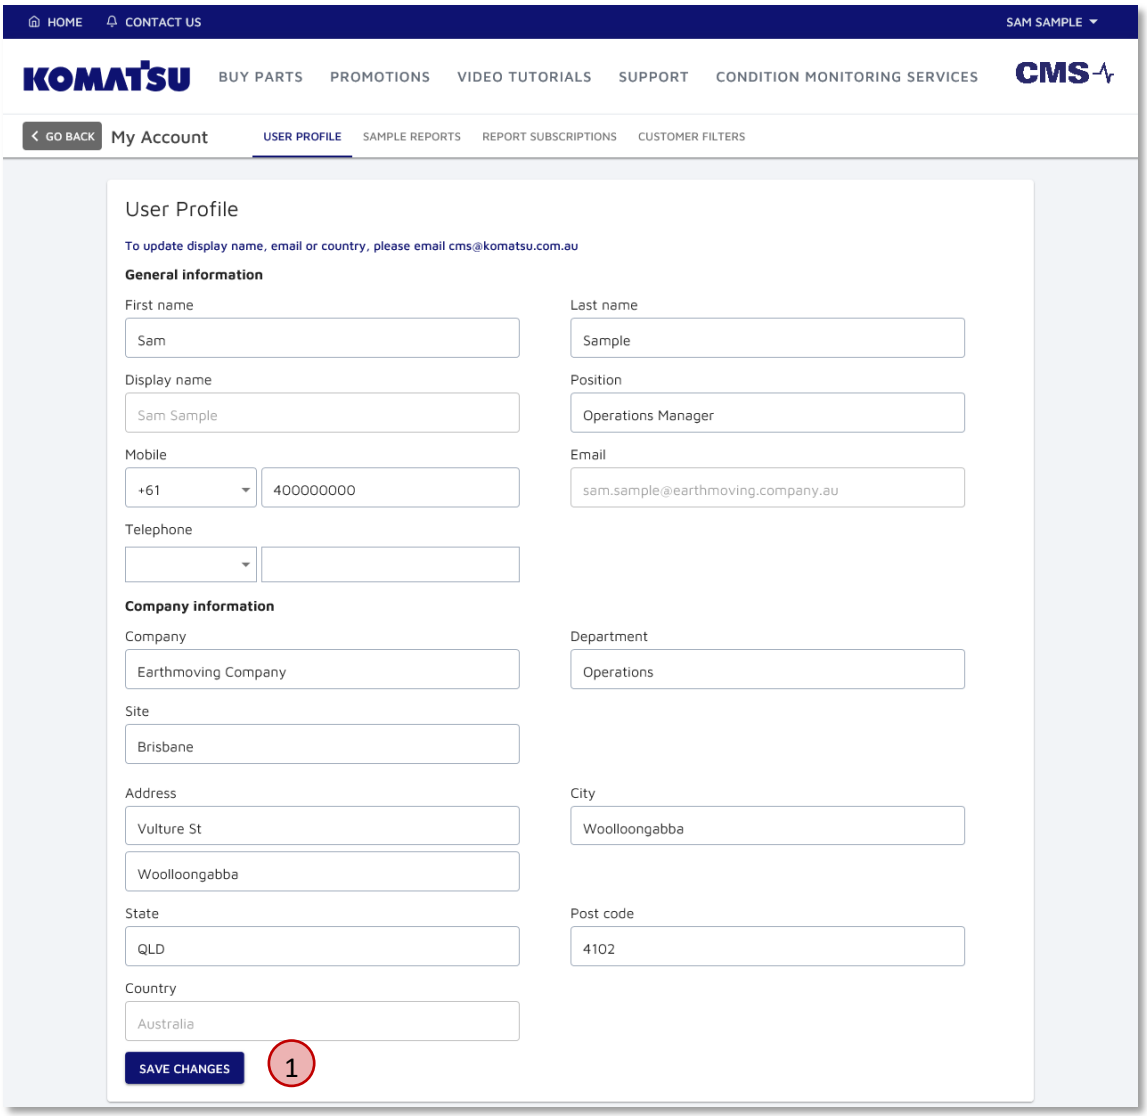

Figure 9.3 CMS Account – User Profile Information
To update any of the values, add or remove text as necessary from the various fields. Then click the **Save** button (① in Figure 9.3)